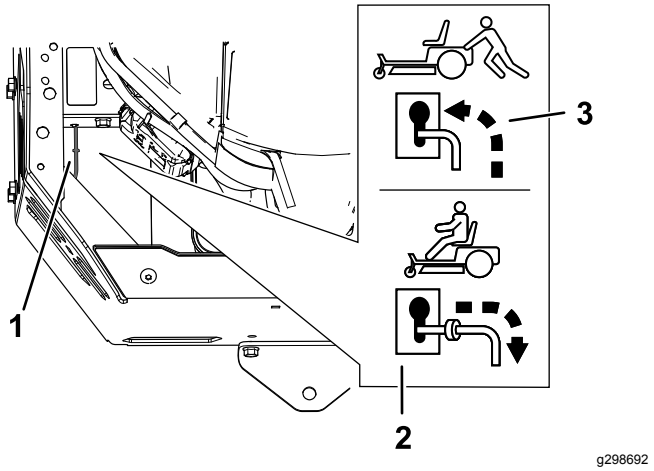

Figure 27
4. Déplacez les leviers de dérivation en avant dans l'encoche en trou de serrure, puis vers le bas pour les verrouiller en position (Figure 27).
Déplacez les leviers de dérivation en arrière dans l'encoche en trou de serrure, puis vers le bas pour les verrouiller en position, comme montré à la Figure 27.